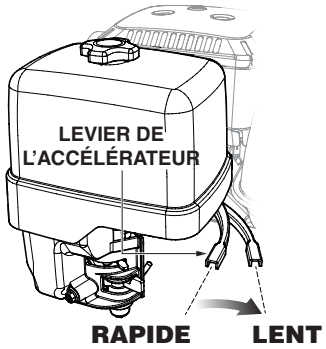

Figure 18. Levier de l'accélérateur
3. Éloigner la manette des gaz (Figure 18) de la position lente, à environ 1/3 du chemin vers la position rapide.